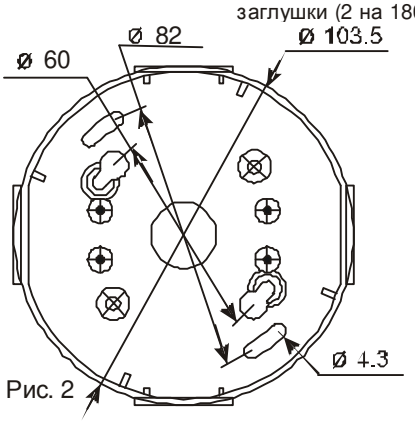

Рис. 2
3. Установите коробку на потолке, используя монтажные отверстия (см. Рис. 2) и соответствующие шурупы или винты (не включенные в поставку). Шурупы или винты должны быть достаточной длины, чтобы пройти через коробку (4 мм) и обеспечить ее крепкую фиксацию к потолку.